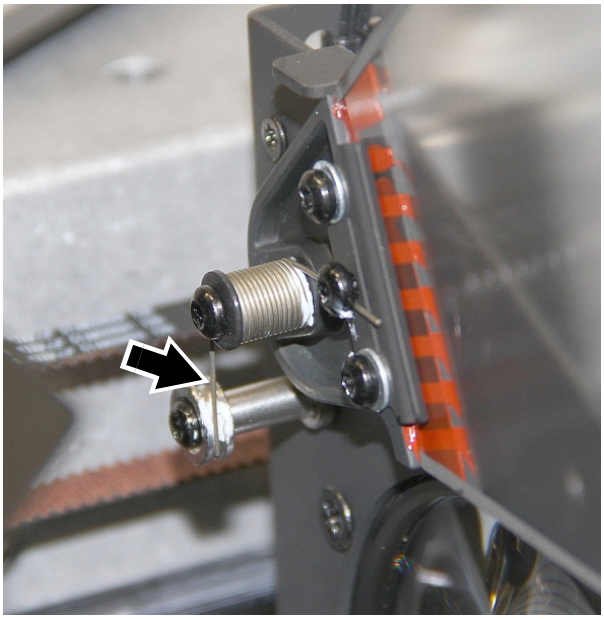

Figure 28: Ressort du filtre de frost
5. Voir Figure 28. Soulevez l'extrémité du ressort (voir ci-contre) et dégagez-le de sa rainure dans la butée. Ne retirez pas la graisse haute température de la butée.
8. Voir Figure 28. Si nécessaire, étalez la graisse haute température de la butée pour qu'elle vienne au contact du ressort du nouveau filtre. Engagez le ressort (voir ci-contre) dans la rainure comme illustré.